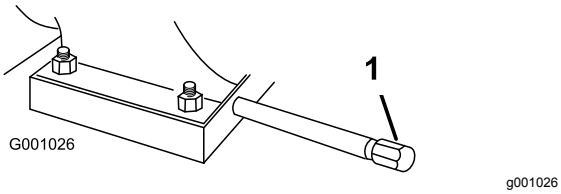

Rysunek 41
Lepkość oleju	Patrz Rysunek 41.
1. Wyczyść obszar wokół korka spustowego oleju (Rysunek 41).